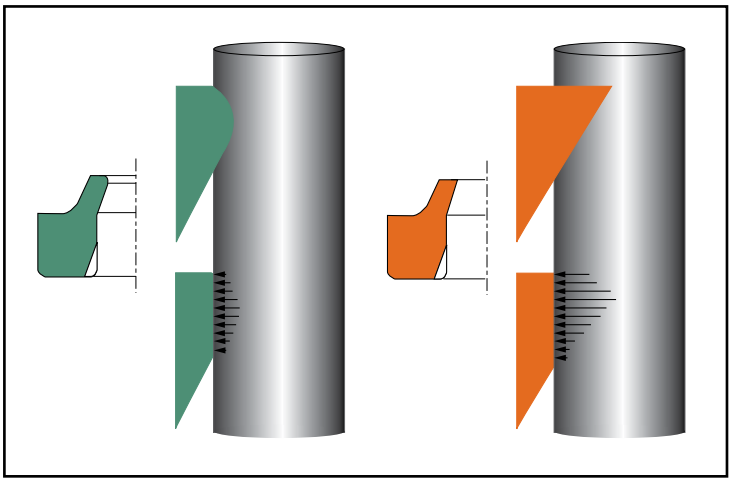

Figure 8-1. Radius vs. Straight Cut Lip Geometry
3. **Lip Geometry:** Parker wipers are designed to give the best possible exclusion performance by featuring perpendicular, or "straight-cut" lip geometries. The footprint of a sharp, straight-cut wiper causes a high concentration of forces which maximizes fluid film breakage while allowing contaminants to be pushed away from the wiping edge. (See Figure 8-1.) The footprint of a radiused lip, however,